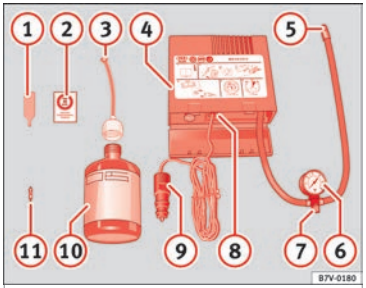

Fig. 67 Standard representation: contents of the anti-puncture kit.
- Unscrew the tyre valve cap and insert. Use the ››› Fig. 67 ① tool to remove the insert. Place it on a clean surface.
- Shake the tyre sealant bottle vigorously ››› Fig. 67 ⑩.
- Screw the inflator tube ››› Fig. 67 ③ into the sealant bottle. The bottle's seal will break automatically.
- Remove the lid from the filling tube ››› Fig. 67 ③ and screw the open end of the tube into the tyre valve.
- Place the insert back into the tyre valve using the tool ››› Fig. 67 ①.
- Screw the compressor tyre inflator tube ››› Fig. 67 ⑤ into the tyre valve.
- Check that the air bleed screw is closed ››› Fig. 67 ⑦.
- Insert the connector ››› Fig. 67 ⑨ into the vehicle's 12-volt socket ››› page 148.
- Turn the air compressor on with the ON/OFF switch ››› Fig. 67 ⑧.